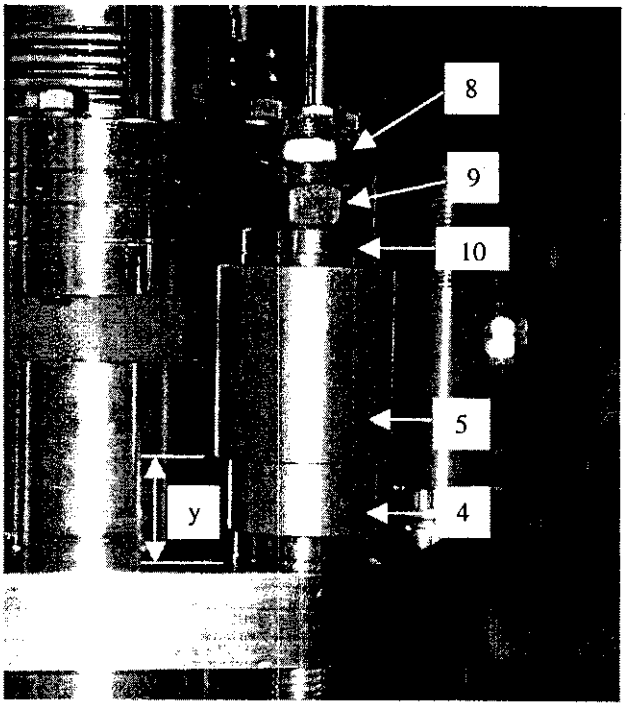
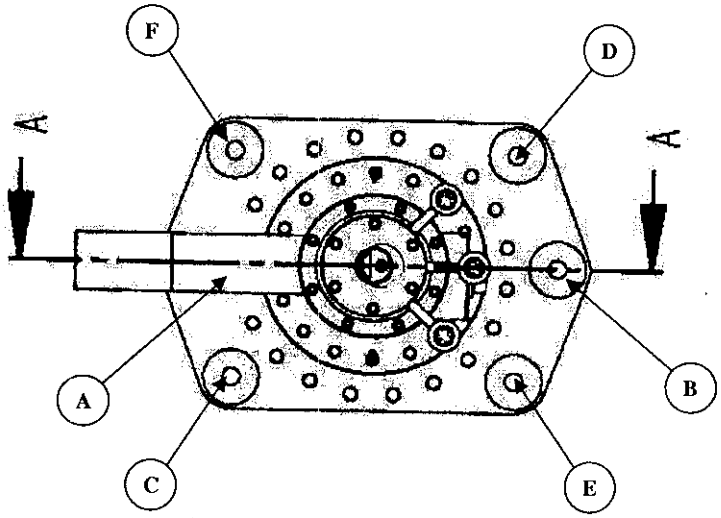

Figure 1.28a An installed Belleville Washer Assembly.
Figure 1.29.1.5 The specified sequence for tightening the Belleville Washer Assemblies.
1.28 Install Belleville Washer Assemblies on each tensioning stud per Figures 1.28a and 1.28b. A spherical washer must be placed below the Belleville washer holder on each stud. In the figures: Items 11 (10 each) are Belleville Washers, arranged as shown; Items 6 (2 each) are flat washers; Items 4 and 5 are the Belleville Washer Holder; Item 10 are Spherical Washers for above and below the washer holder; Item 9 is a loading nut; and Item 8 is a jam nut.
1.29.1.2 Tighten the 6 loading nuts finger-tight. With adjustable parallels, measure and record the gap "y" indicated in Figure 1.28a between Item 5 and the current lead top flange at the 6 locations specified in Figure 1.29.1.5. Units are mm.
1.29.1.4 Using the sequence A through F in Figure 1.29.1.5, tighten the loading nuts ¼ turn until the total compression is 1.8 mm at each of the six locations. As each loading nut is tightened ¼ turn, check off the appropriate line.
1.29.1.5 Record the final measured gaps 'y' in Figure 1.28a. Units are mm.
1.29.2.2 Tighten the 6 loading nuts finger-tight. With adjustable parallels, measure and record the gap "y" indicated in Figure 1.28a between Item 5 and the current lead top flange at the 6 locations specified in Figure 1.29.1.5. Units are mm.
1.29.2.4 Using the sequence A through F in Figure 1.29.1.5, tighten the loading nuts ¼ turn until the total compression is 1.8 mm at each of the six locations. As each of the loading nuts is turned ¼ turns, check off the appropriate line.
1.29.2.5 Record the final measured gaps 'y' in Figure 1.28a. Units are mm.